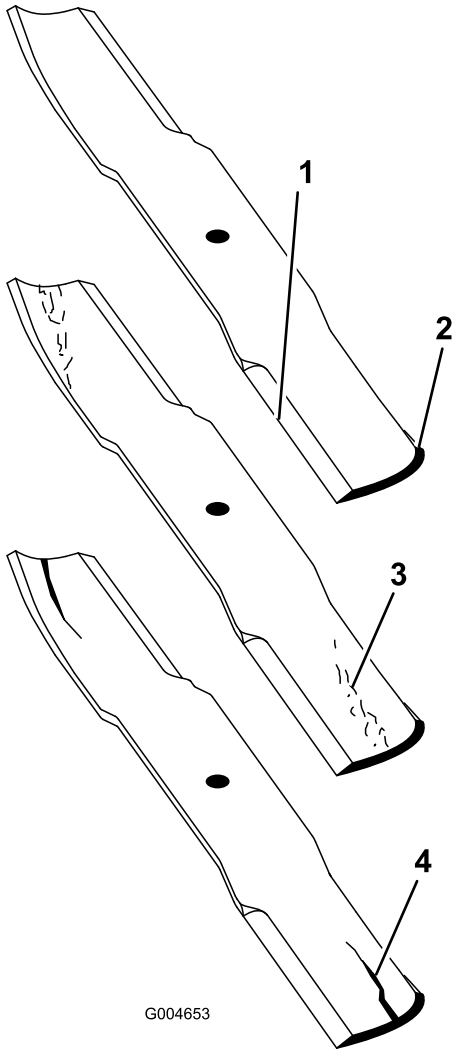

Figura 87
2. Examine cuidadosamente as extremidades da lâmina, prestando especial atenção à zona onde se encontram as partes curvas e planas da lâmina (Figura 87). Deverá verificar o estado da lâmina antes da operação de corte, já que a areia e outro material abrasivo poderá desgastar o metal que liga a parte curva e plana da lâmina. Se verificar que esta zona se encontra desgastada (Figura 87), substitua a lâmina.
Se a lâmina continuar a sofrer este tipo de desgaste irá formar-se uma ranhura entre a parte curva e a parte plana da lâmina (Figura 87). Eventualmente, pode soltar-se algum pedaço da lâmina e projectar-se, ferindo-o a si ou a qualquer pessoa próxima.